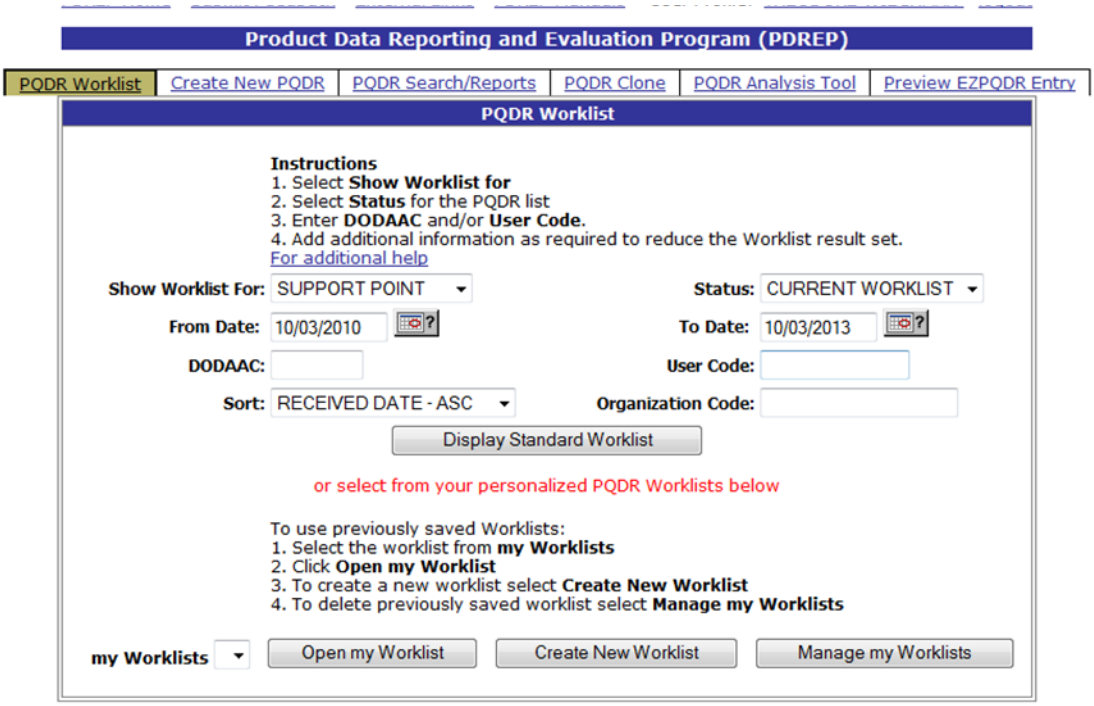

Figure 1.2
1. Click the *Product Quality Deficiency Report* link under PDREP Applications toward the upper left portion of the screen. The PQDR Worklist will display (Figure 1.2).